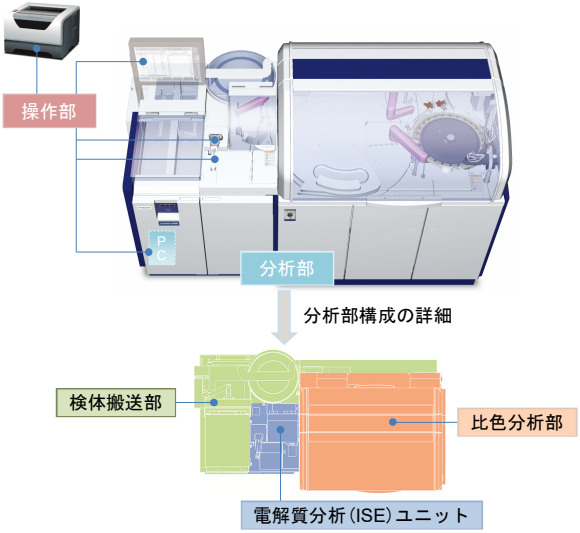

図 1　装置構成図
*装置寸法、電気的定格や質量を表 1 と表 2 に示します。また、図 1 に装置構成図を示します。本装置は EMC 規格 JIS C 61326-2-6:2019 に適合しています。